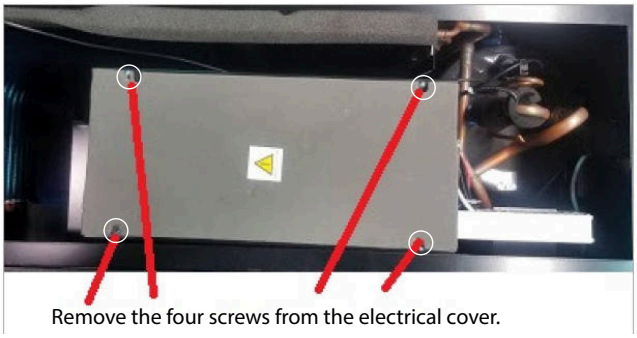

Figure 17. Screw Removal for Electrical Cover
3. To gain access to the electrical components, remove the four (4) Philips screws on the electrical cover. See **Figure 17.**